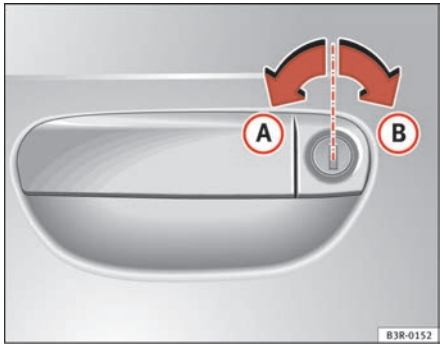

Fig. 69 Turning the key to enable the open and close functions
– To unlock the vehicle, turn the key in the driver's door to position (A) ⇒ fig. 69.
– To lock the vehicle, turn the key in the driver's door to position (B) ⇒ fig. 69 ⇒ ⚠.
To do so, turn the key in the driver's door **twice** in quick succession to position (B) ⇒ fig. 69.